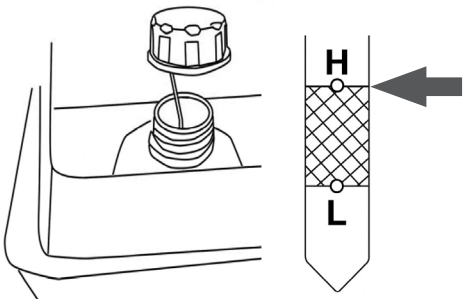

Рис. 30 Проверка уровня масла по щупу верхней маслозаливной горловины
2. Открутите крышку-щуп верхней маслозаливной горловины и извлеките щуп (Рис. 30).